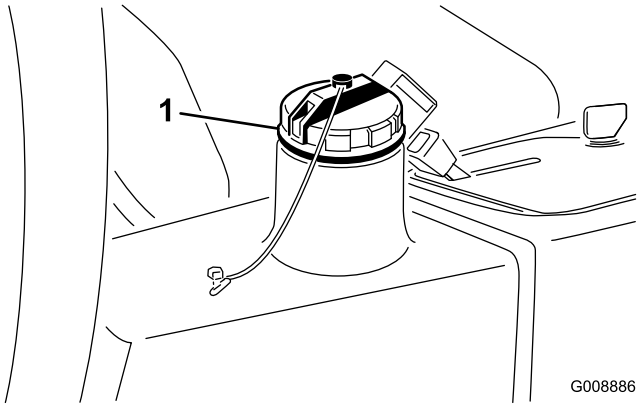

Figura 40
2. Limpie la zona alrededor del cuello de llenado y el tapón del depósito hidráulico (Figura 40) y retire el tapón.